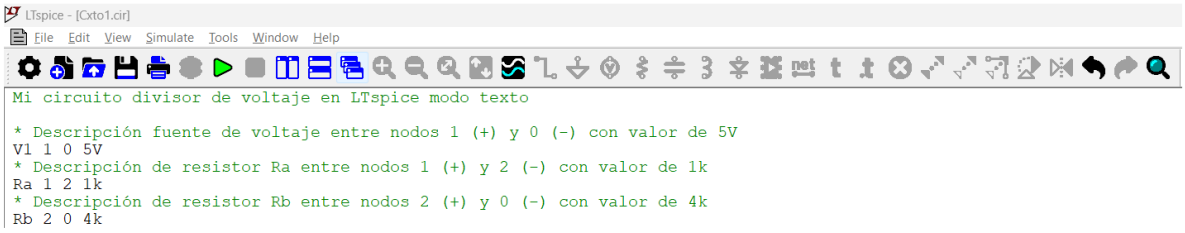
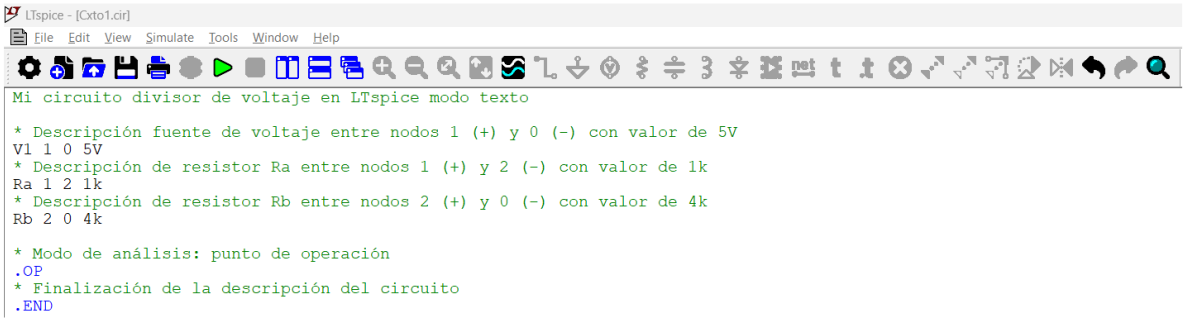

Figura 25. Descripción de los componentes del circuito
Figura 26. Descripción completa para realizar análisis del punto de operación
i) **Describa los componentes y sus conexiones**: describa las fuentes de voltaje y los resistores del circuito en las siguientes líneas como se muestra en la Figura 25. Es importante tener en cuenta que el nodo de tierra o referencia es el nodo cero (0). Observe que los nodos en cada componente se plantean de manera tal que describa las conexiones del correspondiente componente. En la descripción de los componentes se debe comenzar con una letra especial que identifica el tipo de elemento:
Para configurar este tipo de análisis basta con agregar al texto de la Figura 25 la línea **.OP**. Esta línea es una directiva que indica realizar análisis de punto de operación. Finalmente, se debe finalizar la descripción del circuito indicando la directiva .END como se muestra en la Figura 26.